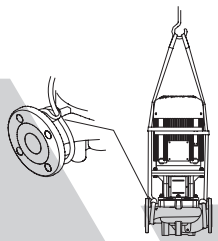

Рис. 1
• Для подъема краном насос следует обхватить подходящим ремнем, как показано на рисунке. Уложить ремень вокруг насоса в петли, которые затянутся под действием собственного веса насоса (Рис. 1).